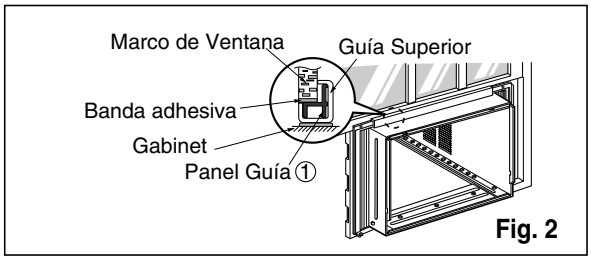

Fig. 2
2. Hale hacia abajo la parte inferior de la ventana hasta que se una detrás de la guía superior.(Ver Fig. 2)